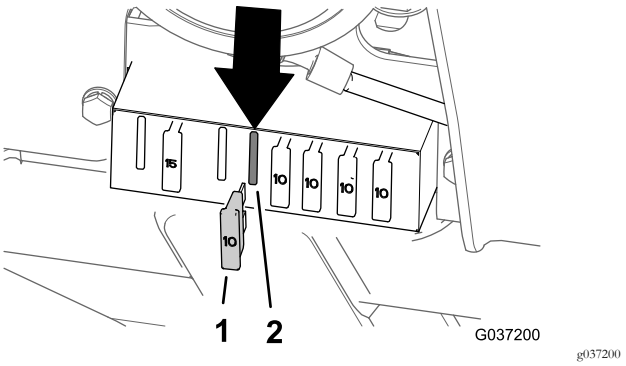

Figura 37
- Modello 30651 - posizione del 4° fusibile da sinistra (Figura 37)